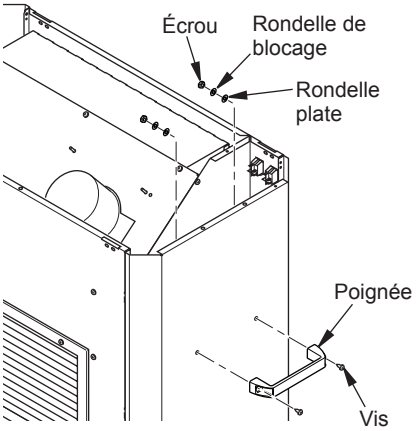

Figure 3 - Pose des poignées
2. Fixez chacune des poignées sur les panneaux de côté à l'aide de 2 vis, 2 écrous, 2 rondelles plates et 2 rondelles de blocage. Insérez les vis de l'extérieur de l'appareil de chauffage et à travers la poignée. De l'intérieur de l'appareil de chauffage, placez une rondelle plate, une rondelle de blocage et un écrou comme illustré à la figure 3.